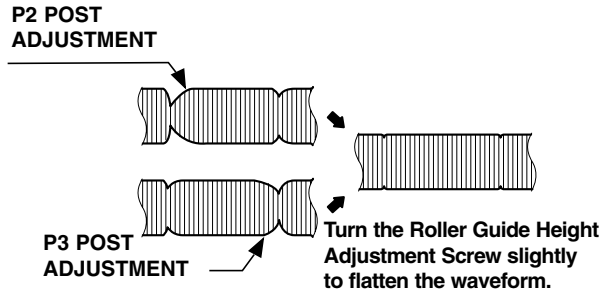

Fig. C-4-2
3) Height Adjustment Screw : Flatten the RF waveform. (Fig. C-4-2)